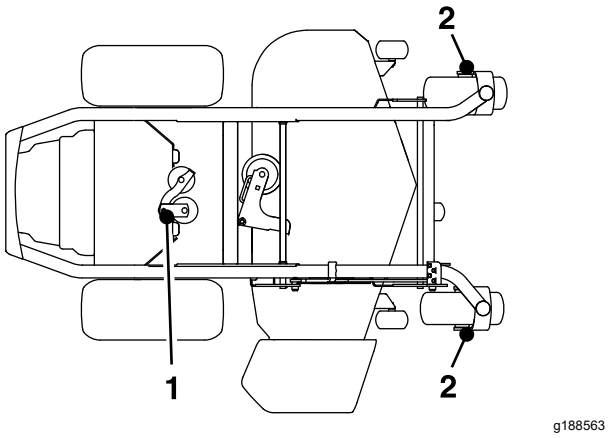

**Figur 39**
4. Smør hengselen på pumpens lederullrem med én eller to trykk med fett (Figur 39).
5. Smør de fremre styreakslene (Figur 39).